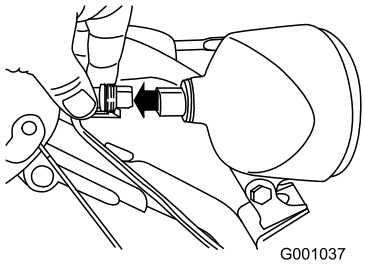

Figur 55
1. Dra ut kabelkontakten på strålkastarens baksida (Figur 55).